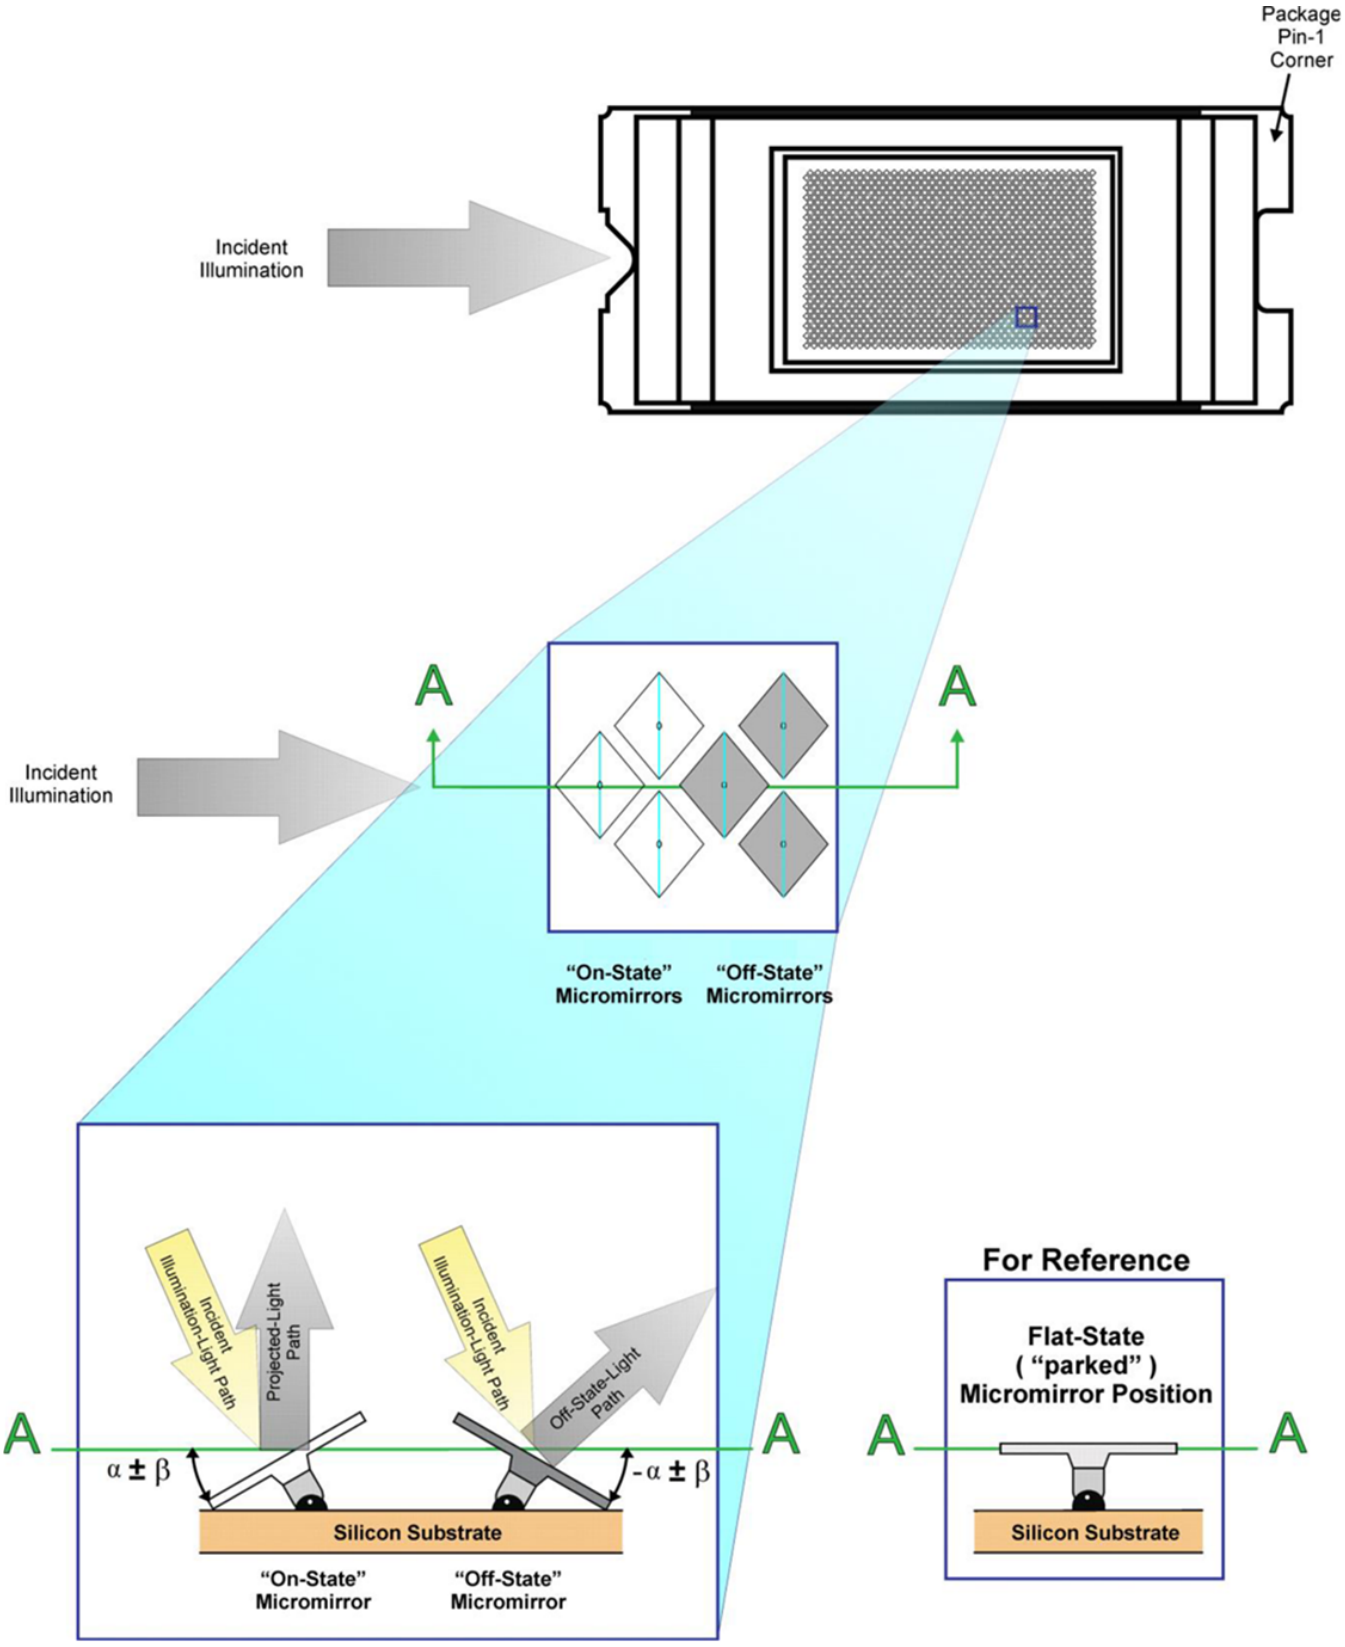

Figure 8. Micromirror Landed Positions and Light Paths
(1) Measured relative to the plane formed by the overall micromirror array.
(3) When the micromirror array is *parked*, the tilt angle of each individual micromirror is uncontrolled.
(4) See Figure 8.
(5) Additional variation exists between the micromirror array and the package datums.
(6) When the micromirror array is *landed*, the tilt angle of each individual micromirror is dictated by the binary contents of the CMOS memory cell associated with each individual micromirror. A binary value of 1 results in a micromirror *landing* in an nominal angular position of +12°. A binary value of 0 results in a micromirror *landing* in an nominal angular position of –12°.
(7) Represents the *landed* tilt angle variation relative to the nominal *landed* tilt angle
(8) Represents the variation that can occur between any two individual micromirrors, located on the same device or located on different devices.
(9) For some applications, it is critical to account for the micromirror tilt angle variation in the overall system optical design. With some system optical designs, the micromirror tilt angle variation within a device may result in perceivable non-uniformities in the light field reflected from the micromirror array. With some system optical designs, the micromirror tilt angle variation between devices may result in colorimetry variations or system contrast variations.
(10) Micromirror crossover time is primarily a function of the natural response time of the micromirrors.
(11) Performance as measured at the start of life.
(12) Non-operating micromirror is defined as a micromirror that is unable to transition nominally from the –12° position to +12° or vice versa.
(13) Measured relative to the package datums B and C, shown in the Package Mechanical Data section in *Mechanical, Packaging, and Orderable Information*.
(14) The nominal DMD total optical efficiency results from the following four components:
Each micromirror is switchable between two discrete angular positions: –12° and 12°. The angular positions α and β are measured relative to a 0° *flat reference when the mirrors are parked in their inactive state*, parallel to the array plane (see Figure 8). The parked position is not a latched position. Individual micromirror angular positions are relatively flat, but do vary. The tilt direction is perpendicular to the hinge-axis. The on-state landed position is directed toward the left side of the package (see Figure 8).